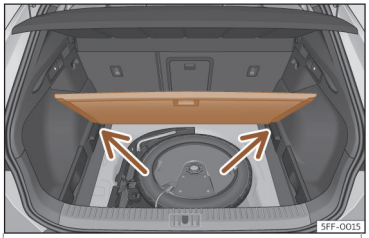

Abb. 116 Variabler Gepäckraumboden: geneigte Stellung.
- Legen Sie den Gepäckraumboden auf die dafür vorgesehenen Aufnahmen ››› **Abb. 116** (Pfeile).